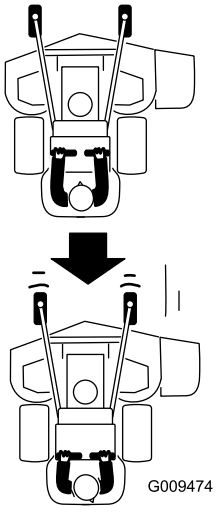

Figur 20
2. Flytta långsamt rörelsereglagespakarna bakåt (Figur 20).